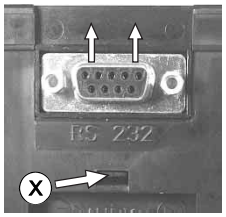

Fig. 9
– Rastnase (X) (Fig. 9) lösen und RS 232 Buchsenplatte (Option) nach oben ziehen.
– Detach the locking lug (X) (Fig. 9) and lift the RS 232 socket board (Option).